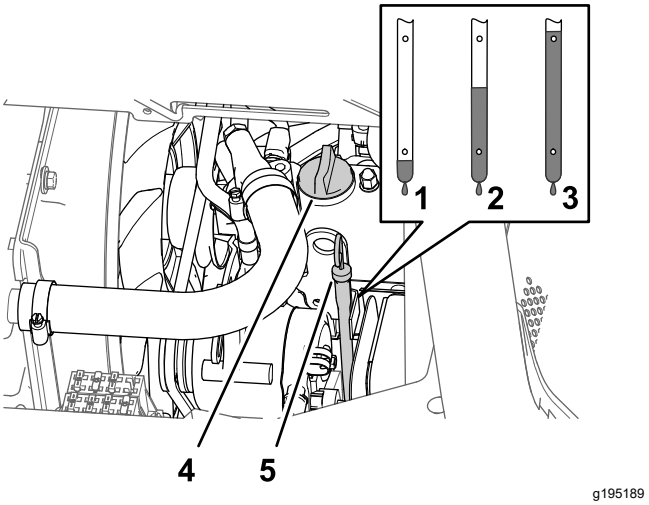

Figure 68
5. Remove the oil-filler cap from the filler neck of the valve cover of the engine (Figure 68) and slowly pour approximately 80% of the specified amount of oil into the filler neck.
6. Remove the dipstick and check the oil level in the engine (Figure 68).
7. Slowly add additional specified oil to bring the oil level to the full mark on the dipstick (Figure 68).
8. Install the oil-filler cap into the filler neck and the dipstick into the dipstick tube (Figure 68).